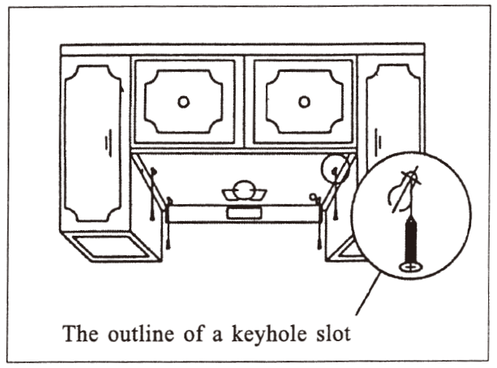

Fig. 9 Fasten screws to the bottom of the cabinet
3. On the bottom of the cabinet, mark the center position of the narrower ends of the four keyholes on the top of the range hood. Screw the four 5/8"—long wood screws (3/16" in diameter) on the cabinet loosely. (Fig.9)